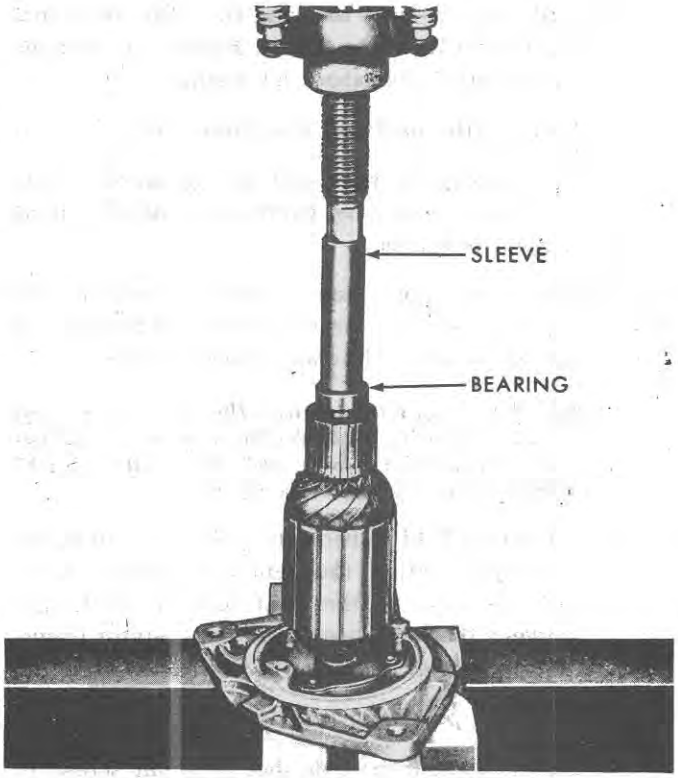

Figure 18
c. Install a new commutator end bearing as shown in Figure 18.